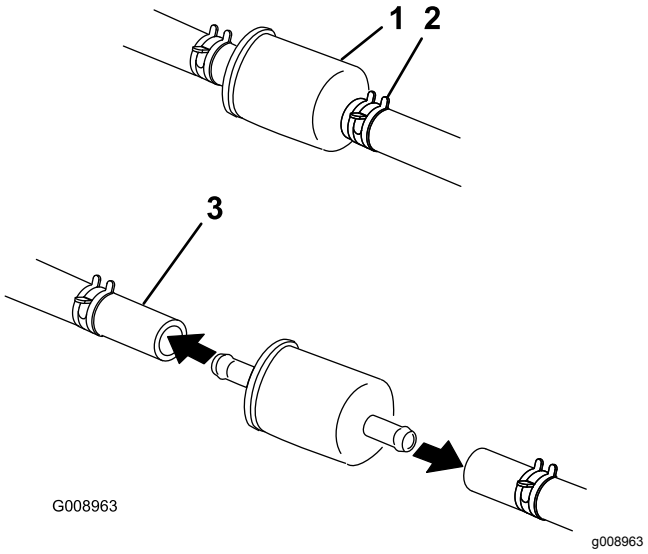

**Figuur 62**
4. Sluit de brandstofafsluitklep onder de stoel (Figuur 62).
5. Druk de uiteinden van de slangklemmen naar elkaar toe en schuif ze weg van het filter (Figuur 62).
7. Monteer een nieuw filter en schuif de slangklemmen terug tot dicht bij het filter (Figuur 62).